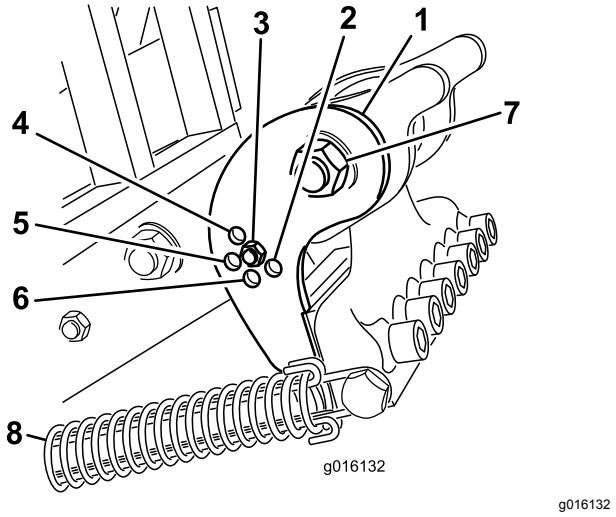

**Figur 38**
Ställ in det böjda fästet (Figur 38) i rätt läge baserat på luftarpinnslängden. Huvudstoppet ställs in i ett av fem förinställda lägen när du väljer ett hål genom vilket du skruvar fast justeringsstången. Hålen är endast förinställda värden; det kan t.ex. hända att du får bättre resultat med en 25 cm-luftarpinne i 30 cm-läget, beroende på det aktuella användningsområdet.
3. Frigör fjäderspänningen till luftarpinnshuvudet (Figur 38).
4. Ta bort muttern och skruven i justeringshålen i det böjda fästet (Figur 38).